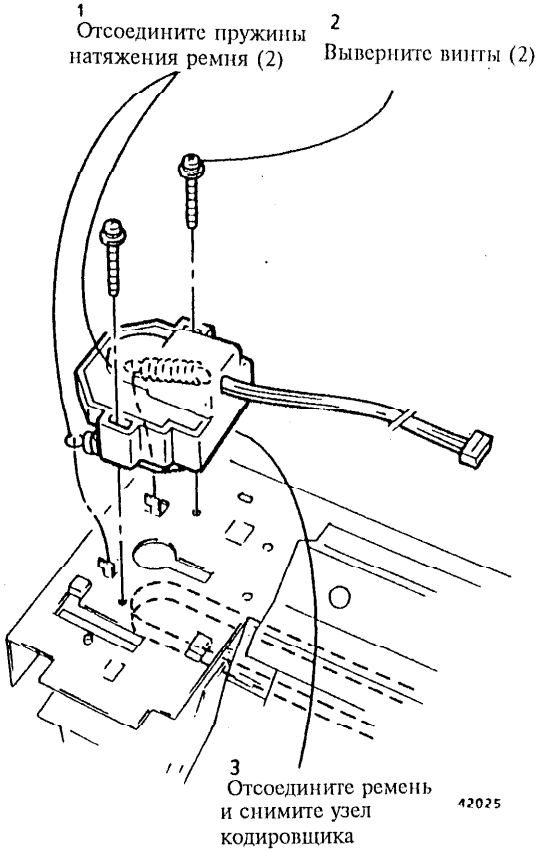

Рис. 1 Снятие кодировщика
5. (Рис. 1): Переверните узел каретки и снимите узел кодировщика.